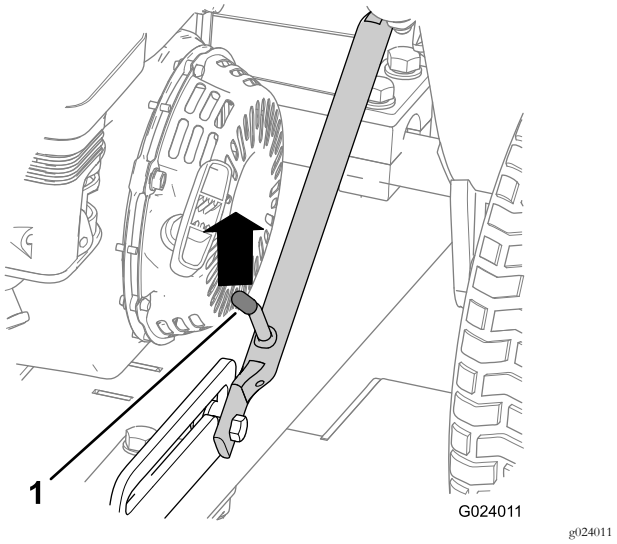

**Figur 7**
4. Skyv opp på låseenheten til låsespaken er fri fra glidestoppehaken (Figur 7).